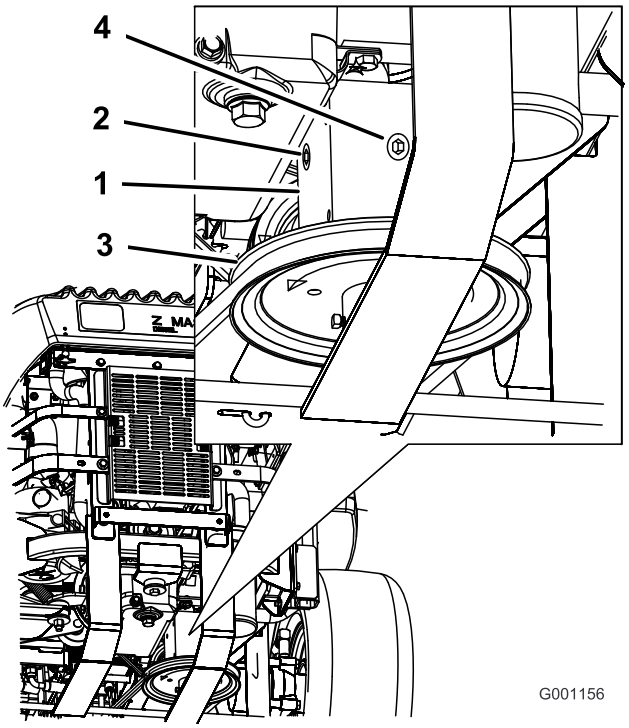

Rysunek 60
4. Odkręć boczny lub tylny korek skrzyni biegów. (Rysunek 60).